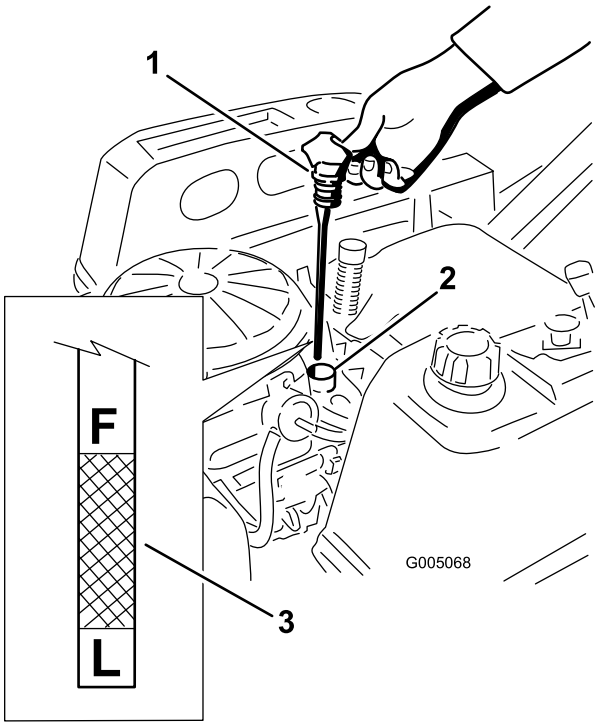

Figur 36
5. Sæt målepinden på, og tryk den på plads (Figur 36).
6. Fjern målepinden, og kontroller oliestanden (Figur 36).
9. Fjern oliepåfyldningsdækslet og målepinden (Figur 36).
19. Hæld langsomt ca. 80 % af den angivne olie i påfyldningsrøret (Figur 36).
20. Monter oliepåfyldningsdækslet og målepinden, og tryk dem på plads (Figur 36).
21. Kontroller oliestanden (Figur 36). Se Kontrol af motoroliestanden (side 30).
23. Monter oliepåfyldningsdækslet og målepinden, og tryk dem på plads (Figur 36).